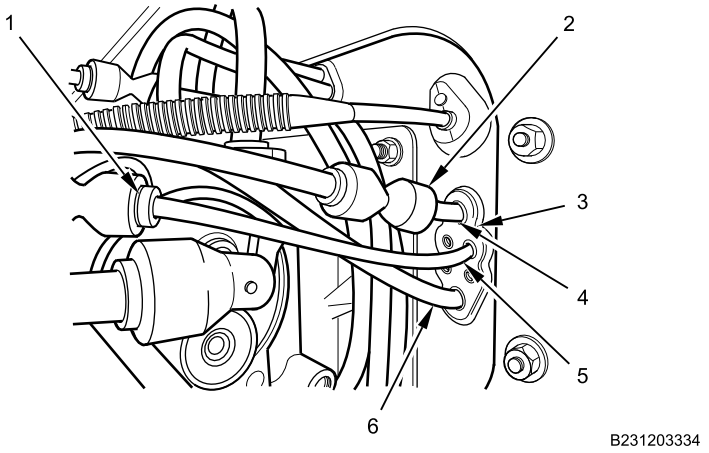

Figure 5. Exterior Air Lines.
3. Install BLUE door actuator supply air line (Figure 5, Item 6) on left air line grommet (Figure 5, Item 3) outside cabin.
4. Connect air line union (Figure 5, Item 1) on BLACK air cleaner restriction gauge vacuum line (Figure 5, Item 5)at left air line grommet (Figure 5, Item 3) outside cabin.
5. Connect supply air line union (Figure 5, Item 2) on YELLOW supply air line (Figure 5, Item 4) at left air line grommet (Figure 5, Item 3) outside cabin.